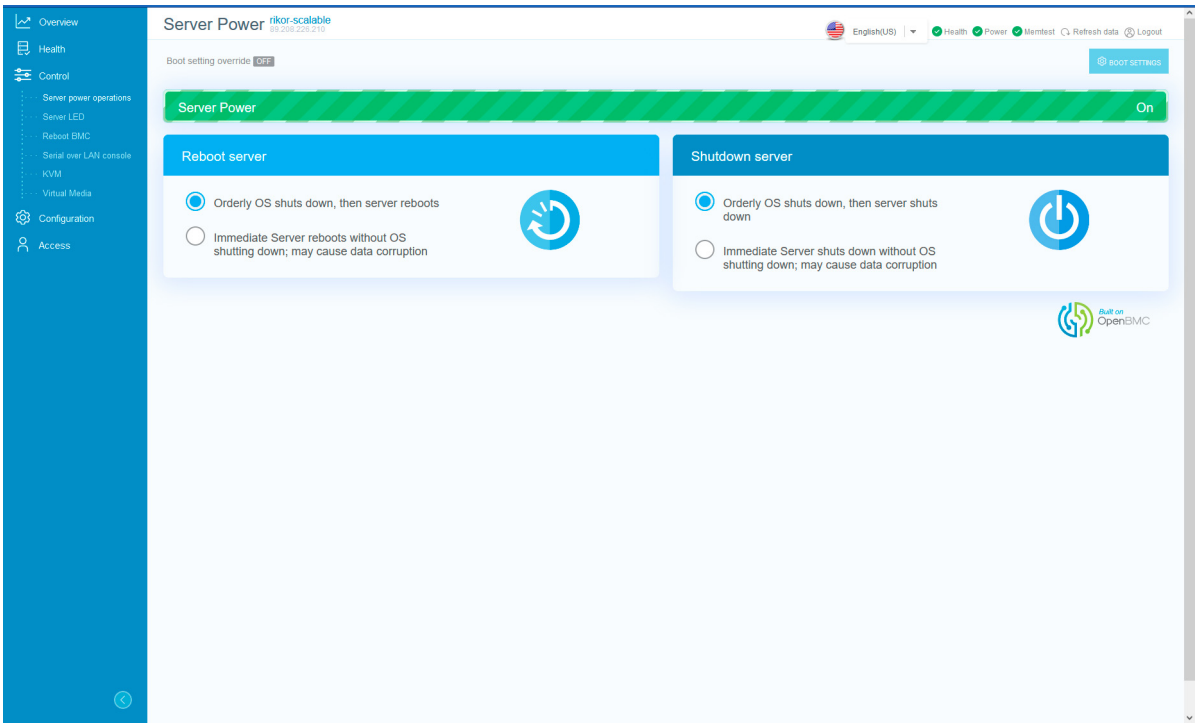

Рис. 82. Окно «Server power operations»
2) Пройдите во вкладку «Control» → «Server power operations» в данной вкладке осуществляется управление сервером. В поле «Server Power» показано состояние сервера «On» или «Off». В поле «Power on server» при нажатии на кнопку осуществляется включение и выключение сервера. Окно показано на рис. 82 Окно «Server power operations»